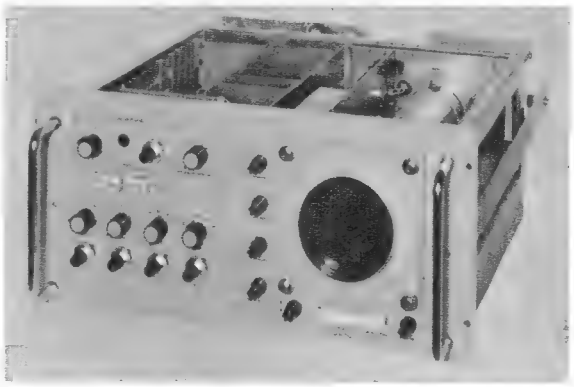
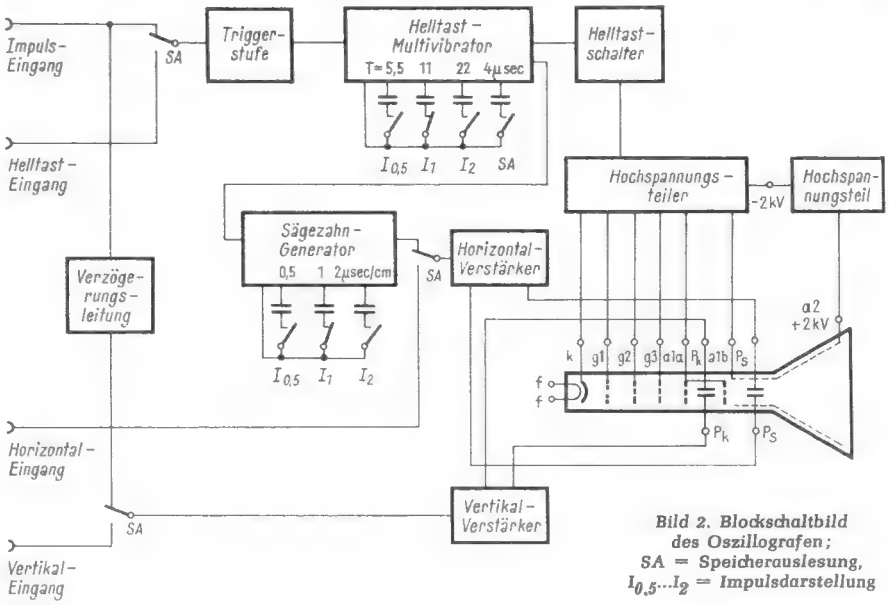

*Bild 1. Der Oszillograf im 19-Zoll-Einschub*
*Bild 2. Blockschaltbild des Oszillografen; SA = Speicherauslesung, $I_{0,5}$...$I_2$ = Impulsdarstellung*
Der hier beschriebene transistorbestückte Oszillograf ist für die Darstellung von Impulsen mit einer Anstiegszeit von 200 nsec und außerdem für die Darstellung des Inhaltes eines Ferritkernspeichers geeignet. Die Eingangsempfindlichkeit ist so gewählt, daß bei einem Eingangssignal von 1 V Vollauslenkung in beiden Richtungen (horizontal 10 cm, vertikal 6 cm) erreicht wird. Der Schirmdurchmesser der Röhre beträgt 13 cm. Zur Vorwahl der drei Ablenkzeiten 0,5, 1 und 2 µsec bei Impulsbetrieb bzw. zum Einstellen der Betriebsart dient ein Vierfach-Tastensatz mit gegenseitig sich auslösenden Tasten (*Bild 1*). Die Blockschaltung zeigt *Bild 2*.
Die Spannung von – 2 kV liegt an einem Spannungsteiler, von dem die Katodenspannung, die Gitterspannungen $U_{g1}$, $U_{g2}$, $U_{g3}$, die Anodenspannung $U_{a1a}$ und die Fußpunktspannung $U_{a1b}$ der Nachbeschleunigungswendel, z. T. über Potentiometer, abgegriffen werden (Bild 2).
Die Dimensionierung eines solchen Gleichspannungswandlers wird anhand eines Beispiels für eine Ausgangsleistung von 100 W bei einer Speisespannung von 28 V erläutert *(Bild 2)*. Einige Oszillogramme, die an dieser Schaltung aufgenommen wurden, sind in *Bild 3* wiedergegeben. Die Meßergebnisse sind in *Bild 4* dargestellt.
*Bild 2. Gleichspannungswandler für 100 W. Tr 1: EE 20, Permenorm 3601 k 1/0,2, wechselseitige Schichtung; $n_1$ = 480 Wdg., 0,12 CuL; $R_{n1}$ = 32 Ω; $n_2$ (bifilar gewickelt) = 2 × 70 Wdg., 0,35 CuL; $R_{n2}$ = 0,6 Ω. Tr 2: M 74, Dyn. Bl. IV/0,35, wechselseitige Schichtung; $N_1$ (bifilar gewickelt) = 2 × 85 Wdg., 1,2 CuL; $R_{N1}$ = 0,24 Ω; $N_2$ = 430 Wdg., 0,55 CuL; $R_{N2}$ = 5 Ω*